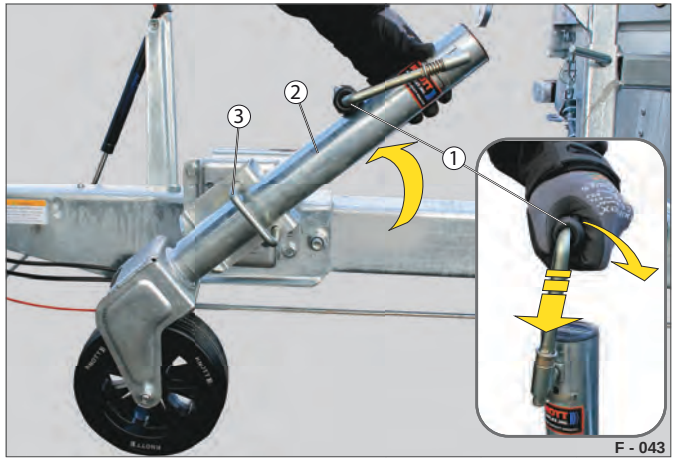

Fig. 19 Betjening af støttehjul
▶ Træk i bøjlen (Fig. 19 /3), og sving samtidig cylinderen (Fig. 19 /2) til den lodrette stilling - indtil den går i indgreb.
▶ Tryk håndsvinget (Fig. 19 /1) imod fjederen, og klap den ud.